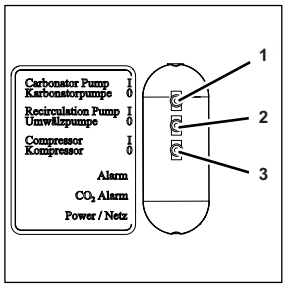

Fig. 108
7. Turn the compressor switch (Fig. 108/3) to position “0”.
8. Turn the circulation pump switch (Fig. 108/2) to position “0”.
9. Turn the carbonator pump switch (Fig. 108/1) to position “0”.